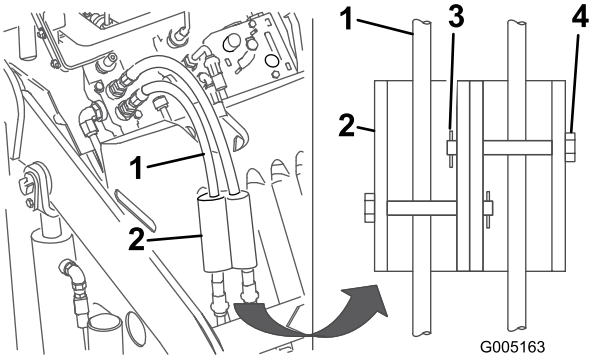

Figure 13
7. Montez les dispositifs de verrouillage sur les flexibles hydrauliques, et fixez-les en position à l'aide des axes de chape et des goupilles fendues (Figure 13).